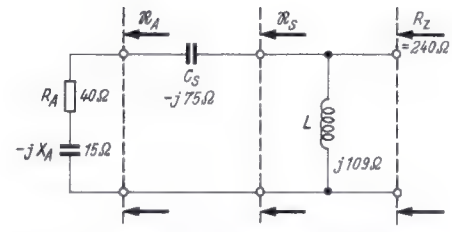

Bild 1. Schaltung zur Transformation eines Antennenwiderstandes $\mathfrak{R}_A = R_A - jX_A$ mit Serienkapazität und Parallelinduktivität
d. h. die Reihenschaltung eines ohmschen Widerstandes R_A mit einer Kapazität vom Blindwiderstand $-jX_A$. Hierfür werden nach Bild 1 gleich Zahlenwerte eingesetzt, und zwar: